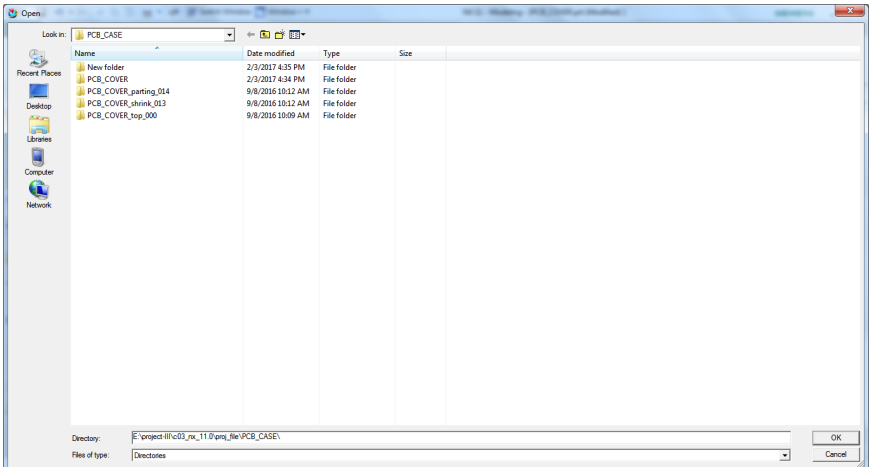

Figure 2-10 *The* ***Open*** *dialog box*
2. In this dialog box, choose the **Browse** button; the **Open** dialog box is displayed, refer to Figure 2-10.